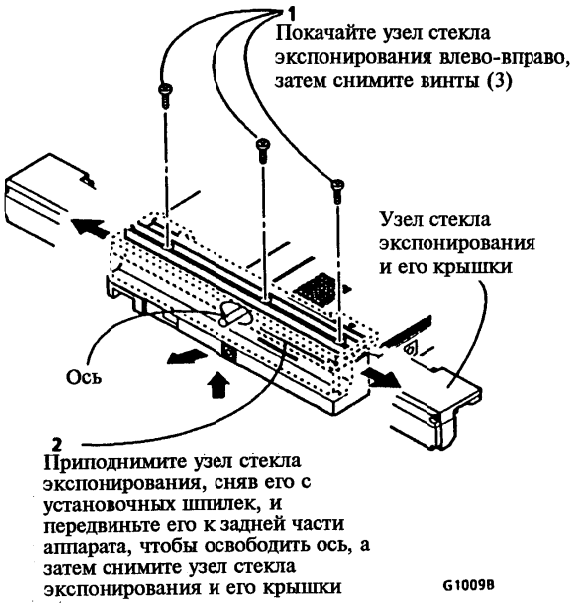

Рисунок 4. Снятие узла стекла экспонирования с его крышкой
3. (Рисунок 4): Снимите узел стекла экспонирования с его крышкой.